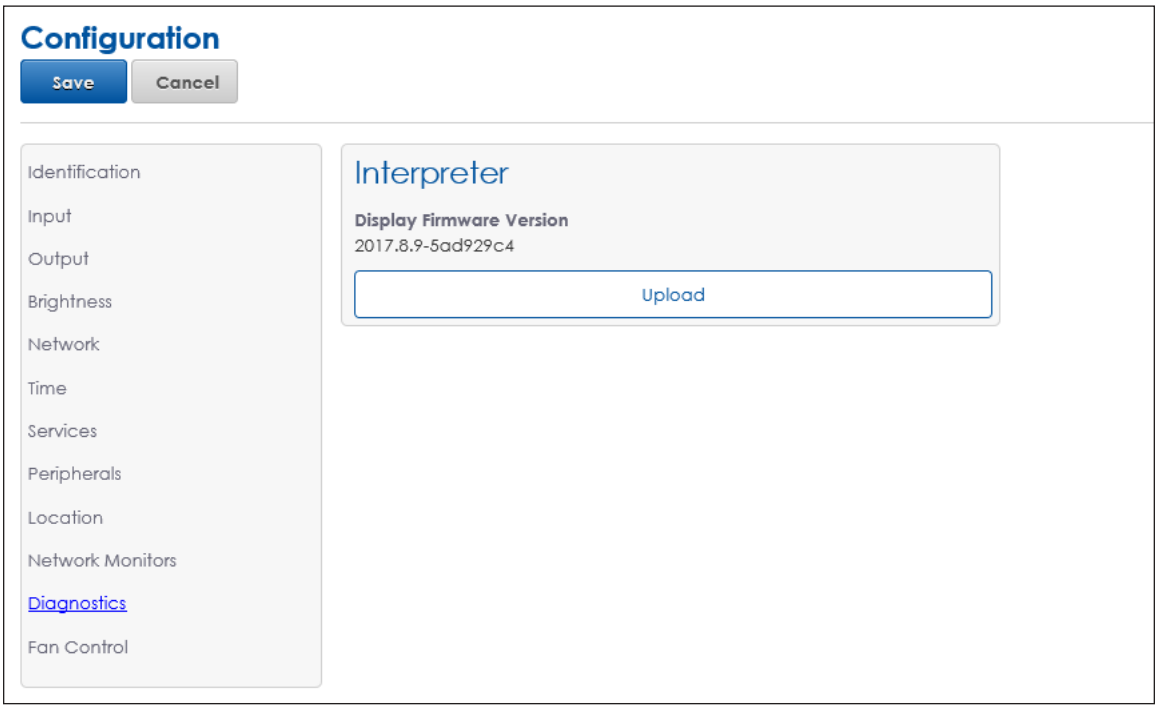

Figure 64: *Configuration - Diagnostics*
Diagnostics updates the diagnostic files used by the processor to return data to IDM. The current version for the diagnostic files is listed under **Display Firmware Version**. Refer to **Figure 64**.
1. Click **Upload** under the **Interpreter** section as shown in **Figure 64**. This triggers an **Open** dialog box.